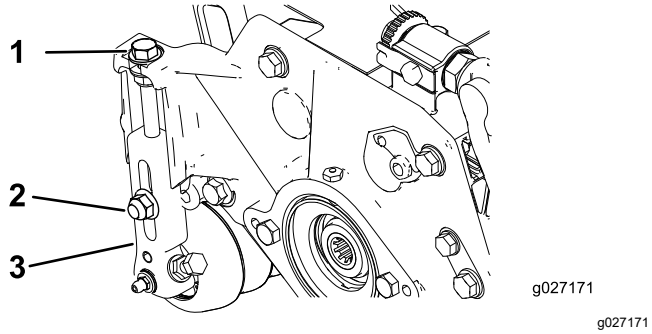

Figuur 15
1. Draai de borgmoeren los waarmee de maaihoogtearmen zijn bevestigd aan de zijplaten van de maai-eenheid (Figuur 15).